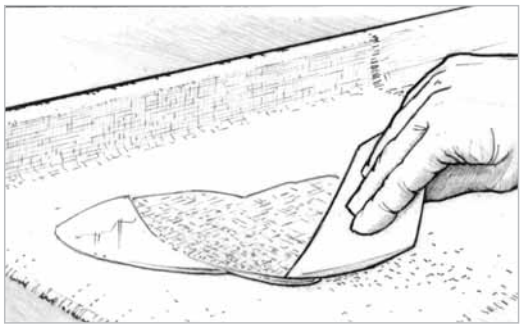

Figure 5-17 *Spread the epoxy from the center of the fabric toward the edges with a plastic spreader.*
5. Spread the epoxy over the cloth surface with a plastic spreader, working the epoxy gently from the pool into the dry areas *(Figure 5-17)*. Use a foam roller or brush to wet out fabric on vertical surfaces. Properly wet out fabric is transparent. White areas indicate dry fabric. If you are applying the cloth over a porous surface, be sure to leave enough epoxy to be absorbed by both the cloth and the surface below it. Try to limit the amount of squeegeeing you do. The more you "work" the wet surface, the more minute air bubbles are placed in suspension in the epoxy. This is especially important if you plan to use a clear finish. You may use a roller or brush to apply epoxy to horizontal as well as vertical surfaces.